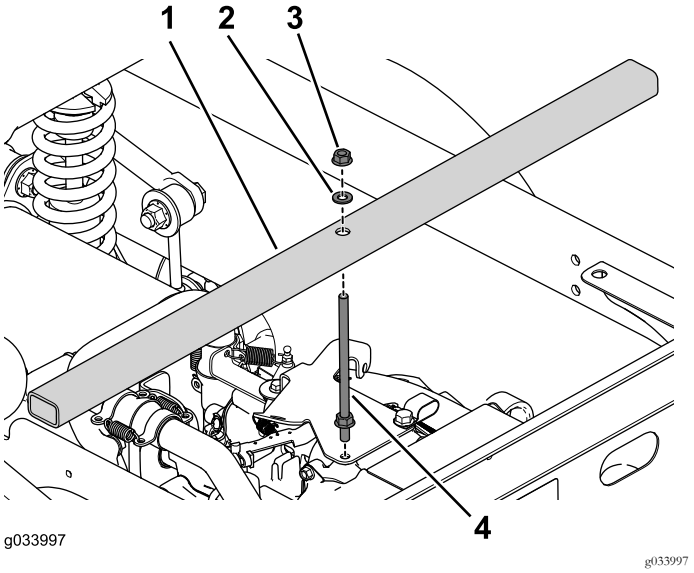

Bild 13
1. Entfernen Sie den Bundbolzen vom Gasbedienungshalter (Bild 13).
2. Befestigen Sie die Brückenstütze mit den beiden Bundmuttern, Scheiben und der Gewindestange am Motor (Bild 13).